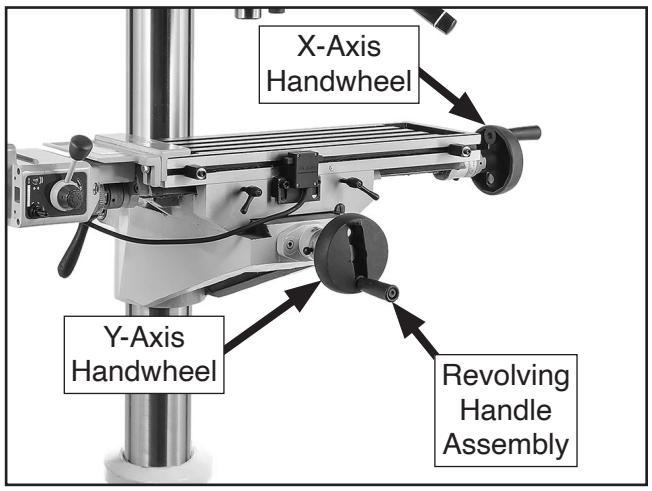
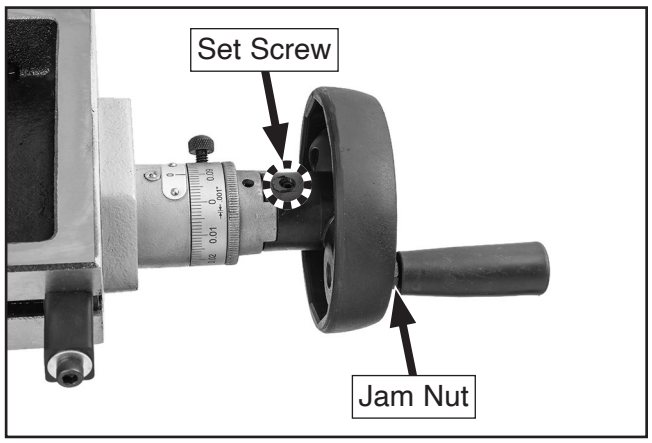

Figure 22. X- and Y-axis handwheels installed.
Figure 23. Set screw on base of handwheel (Y-axis shown).
19. Mount handwheels to X-axis and Y-axis leadscrews (see **Figure 22**), then tighten set screws on base of handwheels to secure them (see **Figure 23**).
20. Thread folding handle into X-axis handwheel and revolving handle into Y-axis handwheel, then tighten jam nuts (see **Figure 23**), as with Z-axis crank handle on **Page 18**.